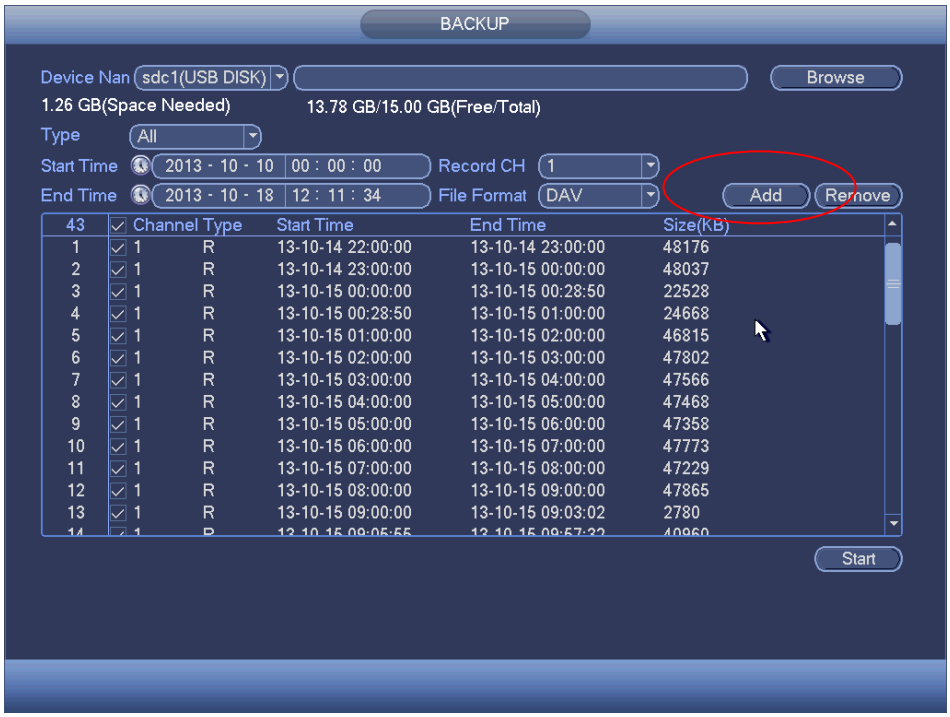

Figure 4-87
d) Click add button, system begins search. All matched files are listed below. System automatically calculates the capacity needed and remained. See Figure 4-87.